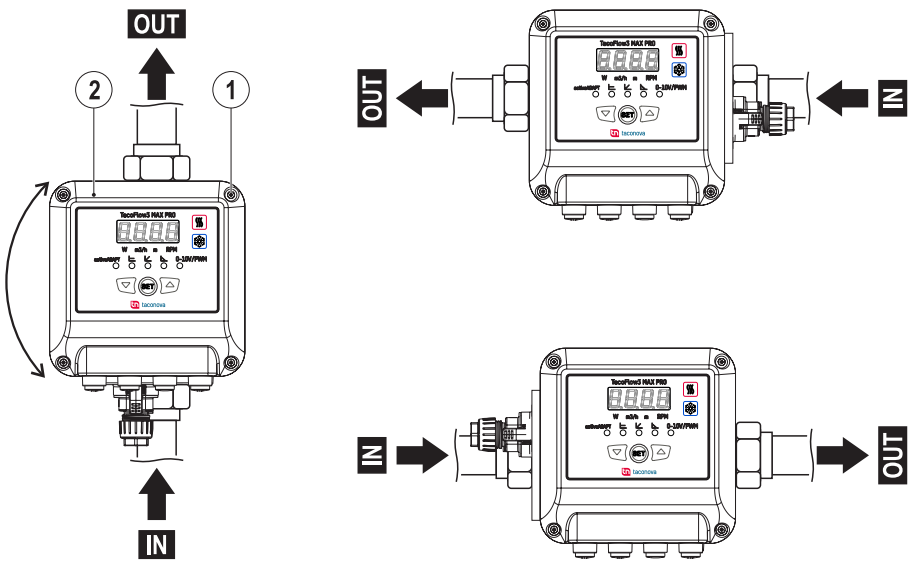

RYS. 8 *(Pozycje korpusu silnika)*
KORPUS SILNIKA MOŻNA PRZEKRĘCIĆ NA POZYCJE WSKAZANE NA **RYS. 8**.
1) Wykręcić i wyjąć cztery śruby z pokrywy silnika **(RYS. 8 - Odn. 1)**.
2) Przekręcić pokrywę silnika **(RYS. 8 - Odn. 2)** na wybraną pozycję i wyjąć go z korpusu pompy.